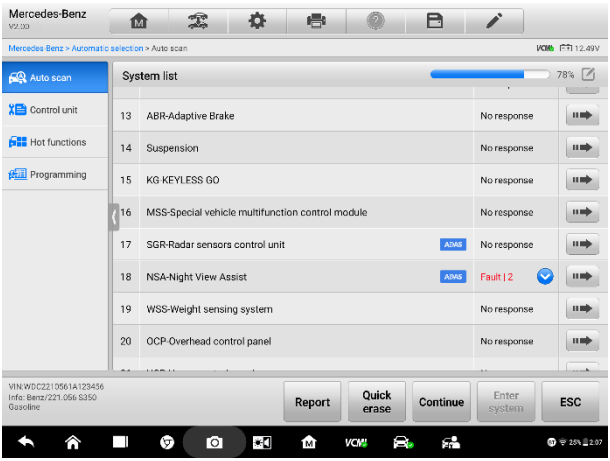

Figure 5-1 ***Sample System List Screen***
3. Tap the gray arrow icon (***Figure 5-1 System list***) on the right of the entry to display a dropdown menu of code results.